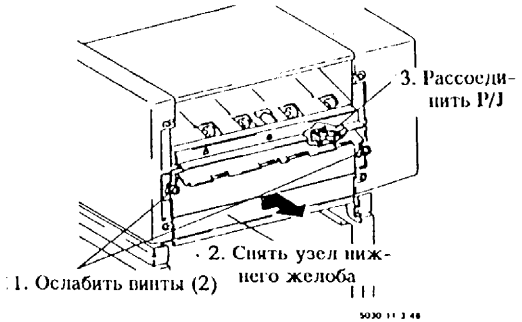

Рис. 1. Снятие узла нижнего желоба
3. (Рис. 1): Снять узел нижнего желоба.